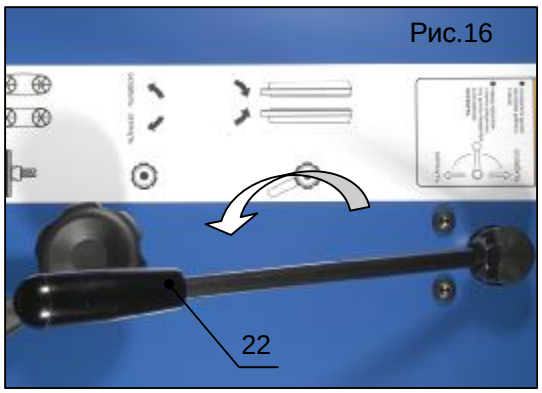

Рис.16
8. Произведите натяжку лезвия, повернув рычаг (поз.22, рис.16) быстрой смены лезвия против часовой стрелки.